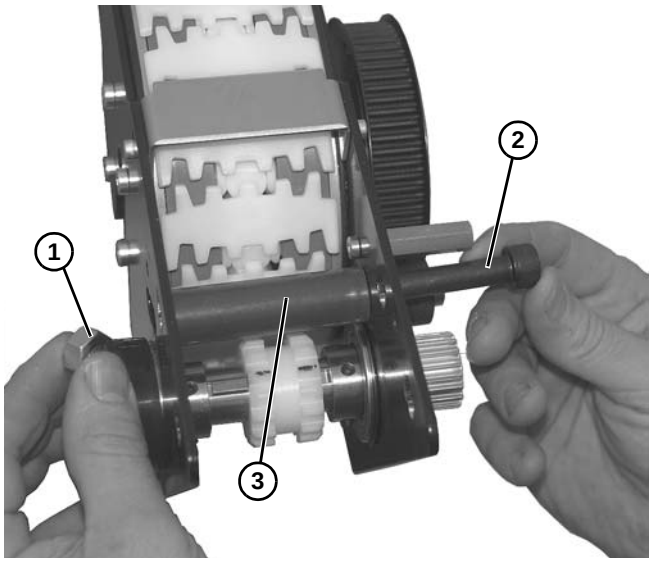

Figure 111
13. Remove nut **(Figure 111, item 1)**, bolt **(Figure 111, item 2)**, and wear tube **(Figure 111, item 3)**.